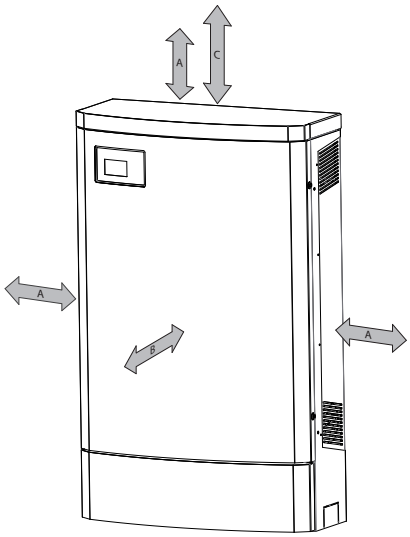
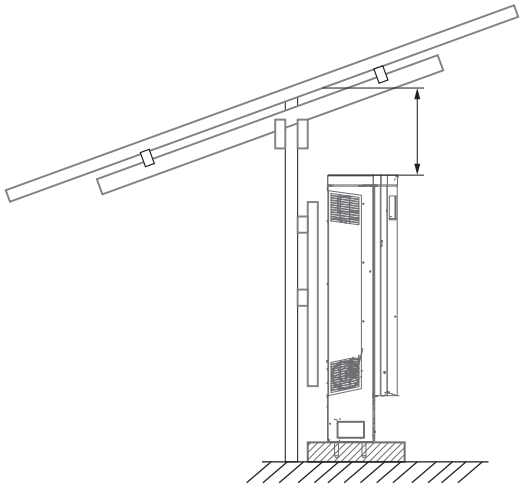

*Abb. 7:* Mindestabstände
*Abb. 8:* Installation unter PV-Trägersystem
- Mindestabstände bei der Montage: [Siehe Abbildung 7] [▸ Seite 40] und [Siehe Abbildung 8] [▸ Seite 40]